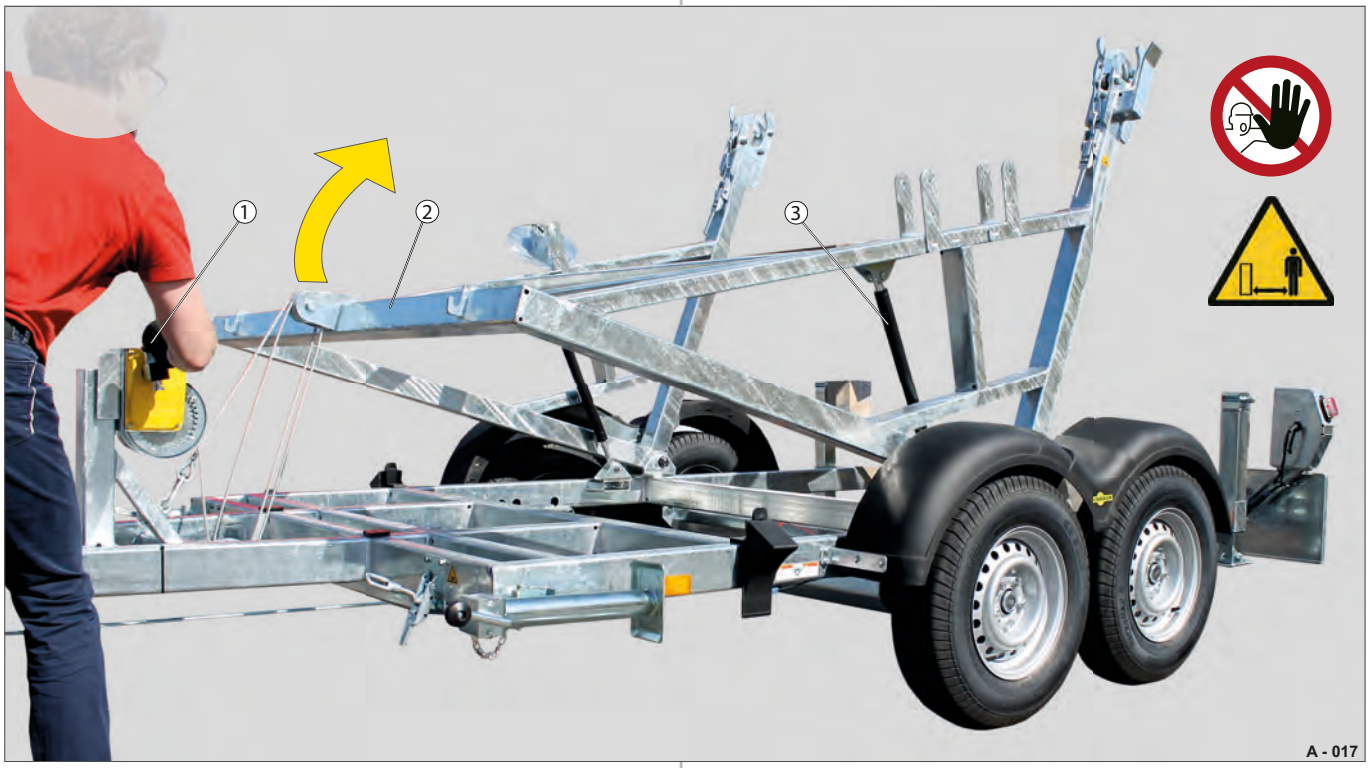

Fig. 8 Tipning af tromlestativet bagover
▶ Betjen spillet (Fig. 8 /1), indtil optagegriberne til transportakslen står omtrent i optagestillingen i forhold til kabeltromlen.